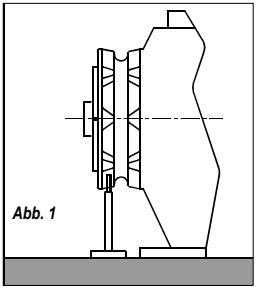

Abb. 1
2. Für das Ankerspill mit Horizontalachse (siehe Abb.1) muss die Bohrung im äußeren Kreis der Kettennuss gebohrt werden